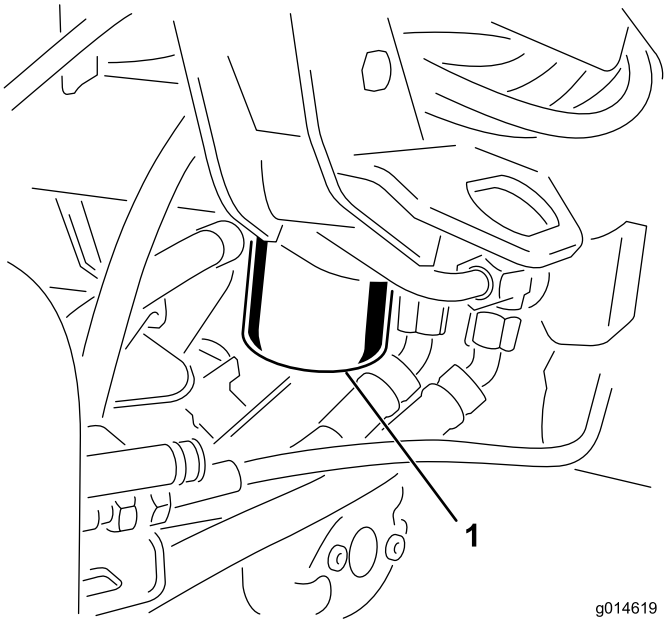

Figur 56
1. Rengør det område, hvor filteret monteres (Figur 56). Anbring en drænbakke under filteret, og afmonter filteret.